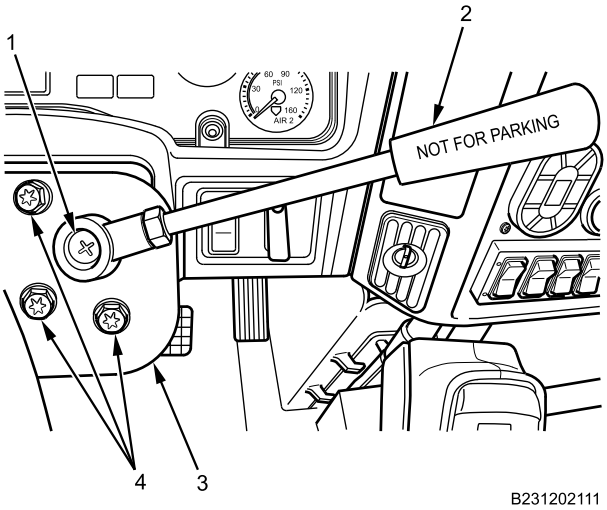

Figure 4. Trailer Control Valve Handle and Mount.
2. Install three trailer control valve mounting screws (Figure 4, Item 4) on steering column (Figure 4, Item 3) and torque to 40-50 lb-in. (4.5-5.5 N•m).
3. Install trailer control valve handle (Figure 4, Item 2) on trailer control valve with trailer control valve handle screw (Figure 4, Item 1). Tighten screw securely.